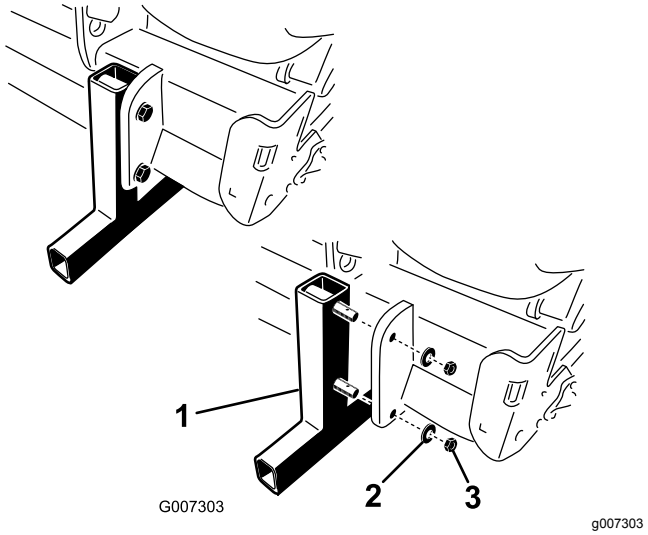

**Figur 19**
2. Ta bort de muttrar och låsbrickor som fäster förvaringsstöden vid luftaren (Figur 19).
4. Fäst hjulsprintarna i stödtapparna för förvaring (ingår i de lösa delarna) (Figur 19).